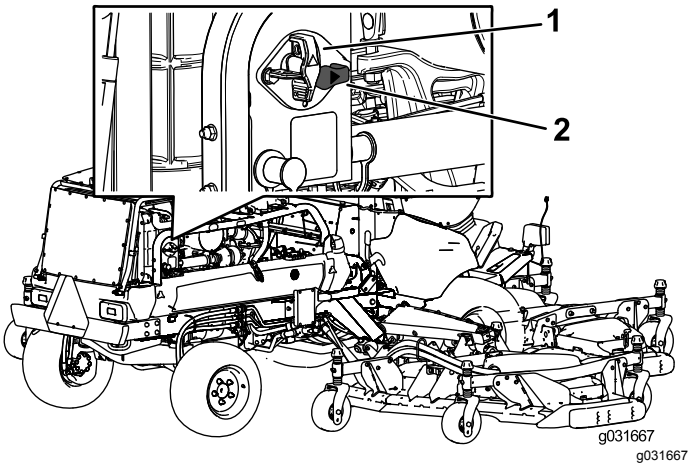

Bild 71
- Drehen Sie den Trennschalter der Batterie nach rechts in die EIN-Stellung, um die Maschine mit Strom zu versorgen (Bild 71).
- Drehen Sie den Trennschalter der Batterie nach links in die AUS-Stellung, um die Stromzufuhr zur Maschine zu unterbrechen (Bild 71).